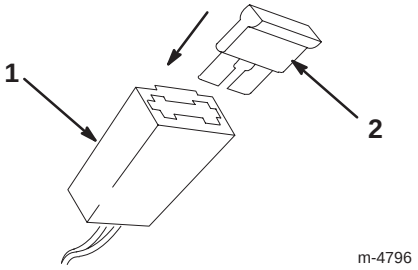

Figura 6
2. Inserte el fusible en el portafusibles según muestra la Figura 6.